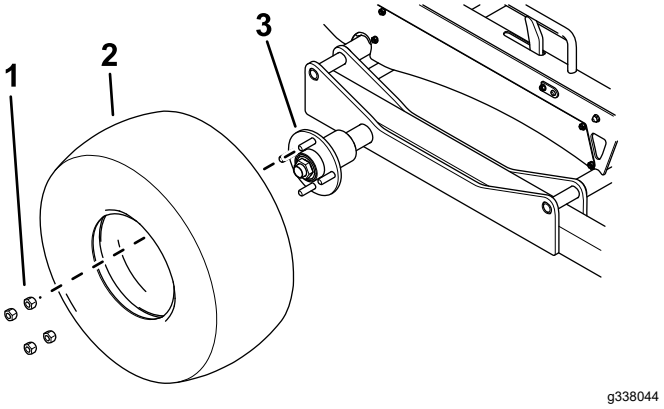

Figur 21
1. Montera en hjulanordning på varje axelnav med fyra hjulmuttrar (Figur 21).